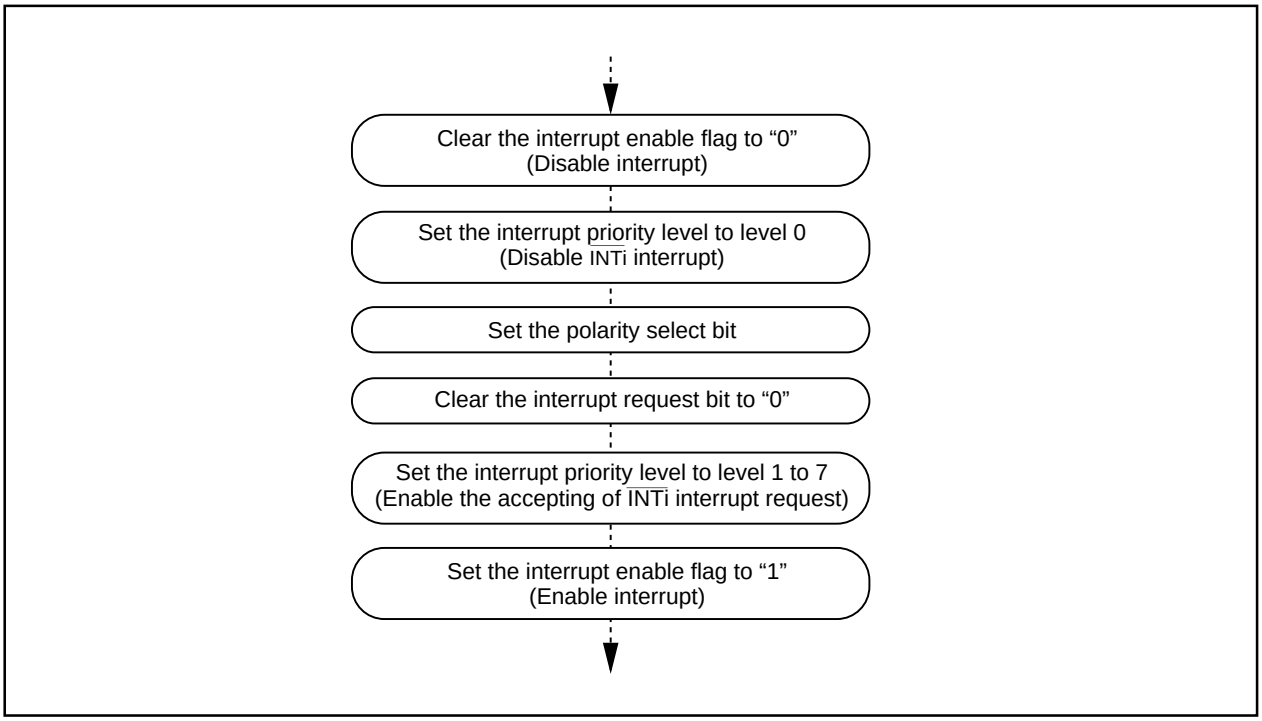

Figure 1.33. Switching condition of $\overline{\text{INT}}$ interrupt request
(2) Setting the stack pointer
(3) External interrupt
• When changing a polarity of pins $\overline{\text{INT0}}$ and $\overline{\text{INT1}}$, the interrupt request bit may become "1". Clear the interrupt request bit after changing the polarity. Figure 1.33 shows the switching condition of $\overline{\text{INT}}$ interrupt request.